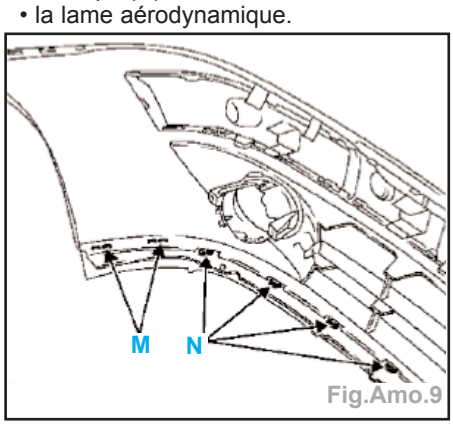

Fig.Amo.9
- Déposer (Fig.Amo.9) :
• les agrafes (M),
• les clips (N),